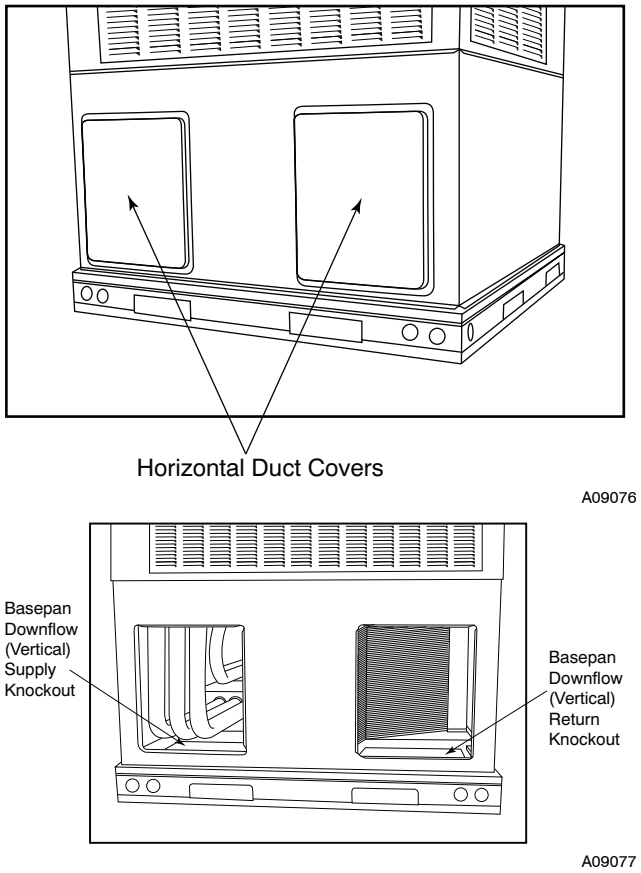

Fig. 8 - Supply and Return Duct Opening
2. Remove horizontal (metal) duct covers to access vertical (downflow) discharge duct knockouts in unit basepan. (See Fig. 8.)
NOTE: These panels are held in place with tabs similar to an electrical knockout. Reinstall horizontal duct covers (see Fig. 8) shipped on unit from factory. Insure openings are air and watertight.
2. Remove flue hood from shipping location (inside the return section of the blower compartment-See Fig. 8). Remove the return duct cover to locate the flue hood. Remove two screws on flue panel. Place flue hood assembly over flue panel. Orient screw holes in flue hood with holes in the flue panel.